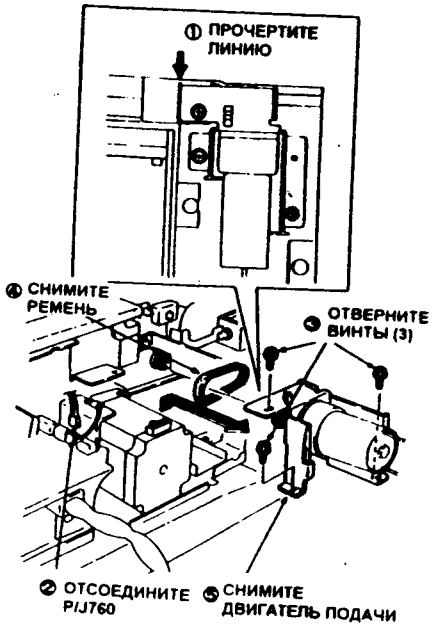

Рис. 1
3. (Рис. 1): Снимите двигатель подачи DADF.